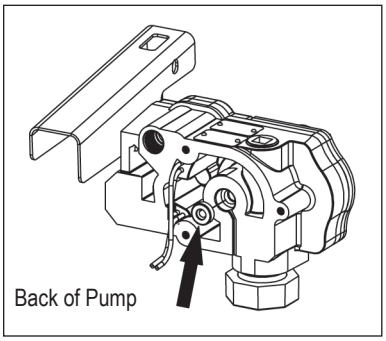

Figure 13
4. Remove the motor shaft seal by prying out with a small screwdriver. (Figure 13)